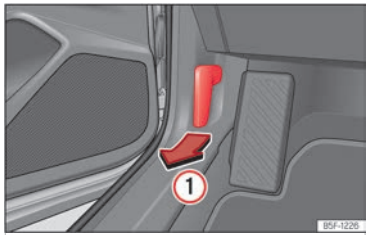

Fig. 238 Palanca de desbloqueo en el espacio reposapiés del conductor.
- Abra la puerta y tire de la palanca que hay debajo del tablero de instrumentos ››› fig. 238 ①.